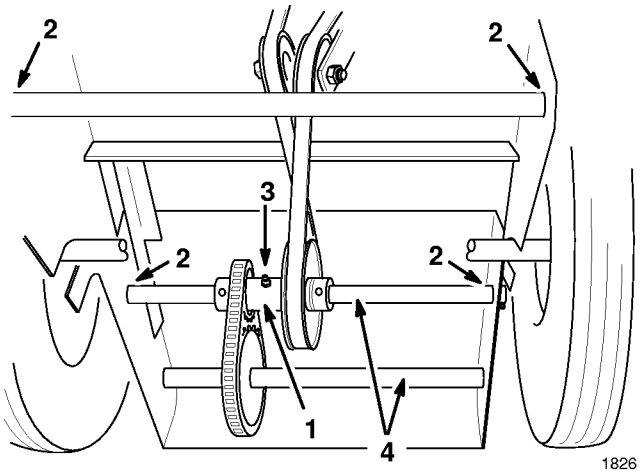

Abbildung 22
2. Einige Tropfen Maschinenöl in die Laufbuchsen der Laufrollen und an die Stelle, an der die Stützen der Vorderräder mit dem Motorensockel gelenkig verbunden sind, geben. Ebenso an der Stelle schmieren, wo die Antriebswellen gelenkig mit dem Motorensockel verbunden sind. (Abb. 22).
Das Schmieren der hinteren Spannrolleneinheit mit Allzweckschmiere Nr. 2 ist jeweils nach 25 Betriebsstunden fällig. Häufigeres Schmieren ist erforderlich, wenn die Umgebungsbedingungen staubig oder sandig sind (Abb. 22).